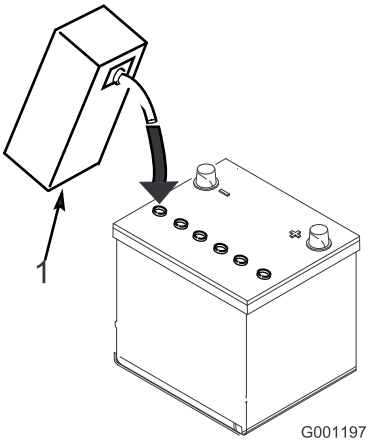

Figuur 10
3. Giet voorzichtig accuzuur in elke cel totdat de vloeistof ongeveer 6 mm boven de platen staat (Figuur 10).
Opmerking: Vul indien nodig bij totdat het accuzuur ongeveer 6 mm van de onderkant van de vulbuis staat (Figuur 10).